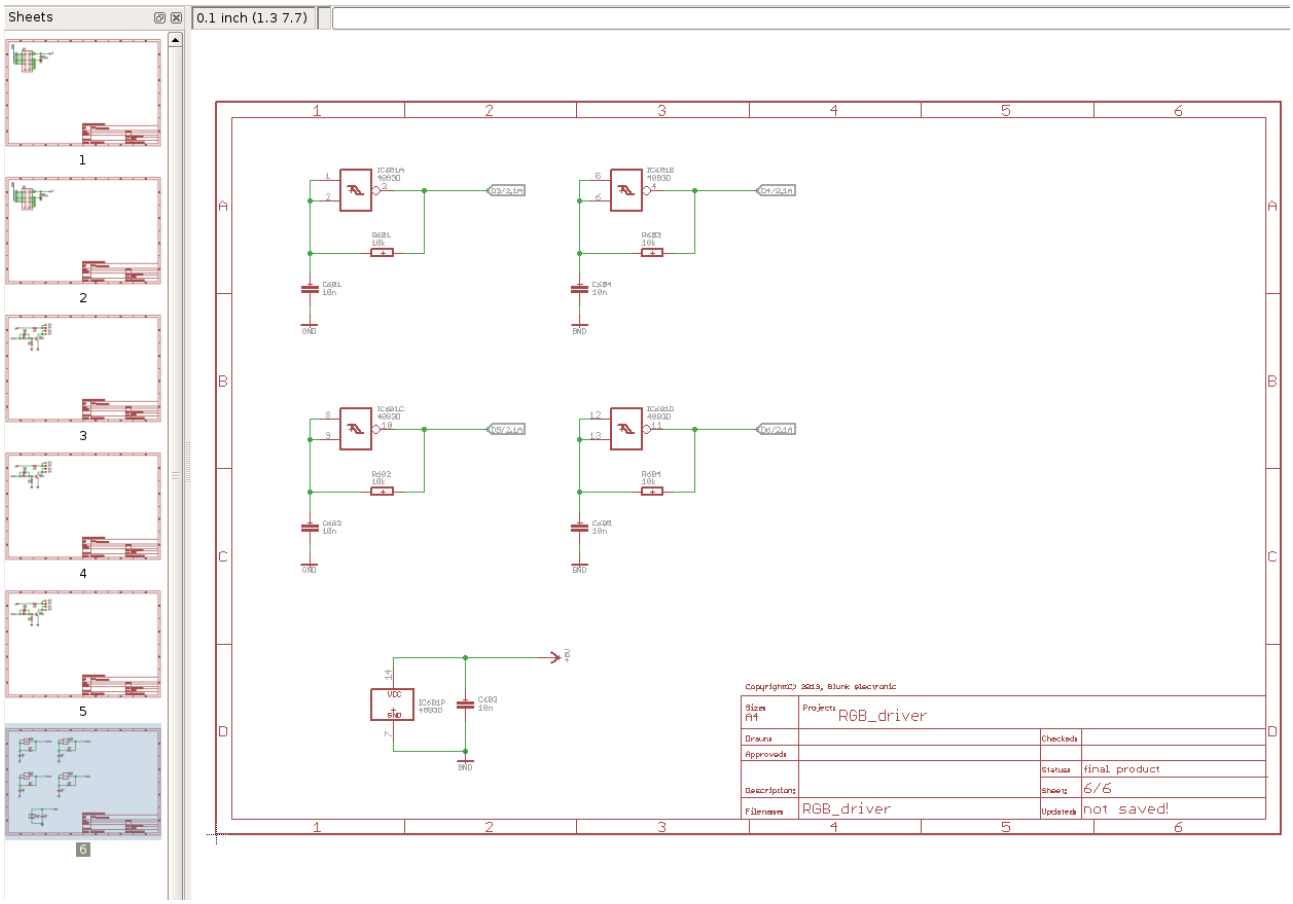

Figure 2: final main module schematic
5. Import sub modules one after another (Figure 2).